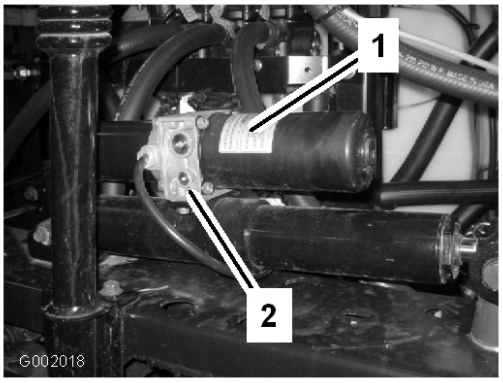

Figur 60
1. Find den manuelle aflastningsventil på aktuatoren for hver bom. Den manuelle aflastningsventil er den mindste ventil. Den findes kun på den ene side af aktuatoren (Figur 60).